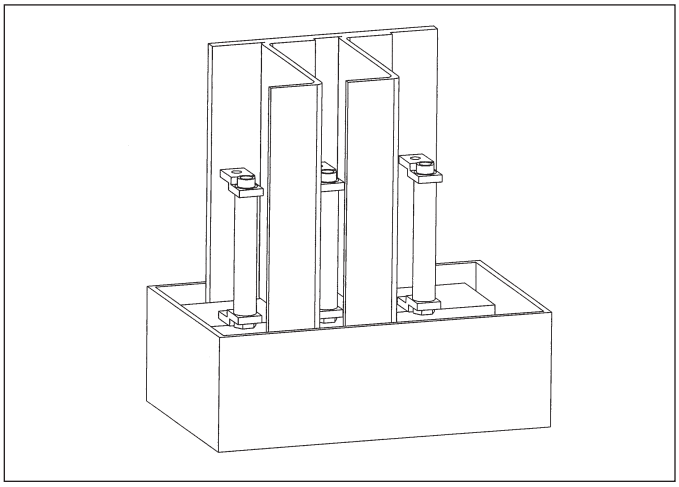

Figure 17.
3. Locate cartridge fuse assembly (see Figure 17) on back tank wall.